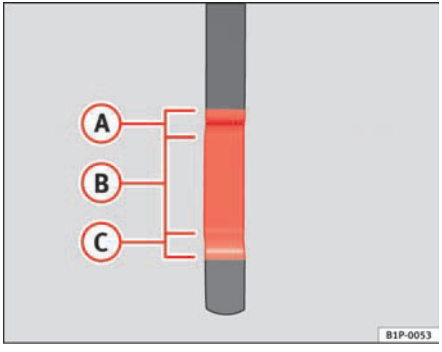

Fig. 137 Engine oil dipstick.
– Pull the dipstick out again and check the oil level ⇒ page 198, fig. 137.
If the level is in area ⇒ page 198, fig. 137 (A), you must not top up with oil.